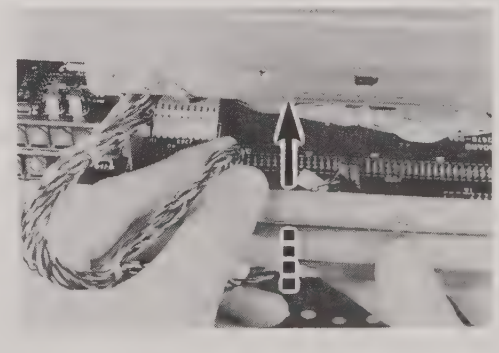

Fig. 5-3
- Pull out cables through slot for CONTROL MOTHER Board. (See Fig. 5-3)